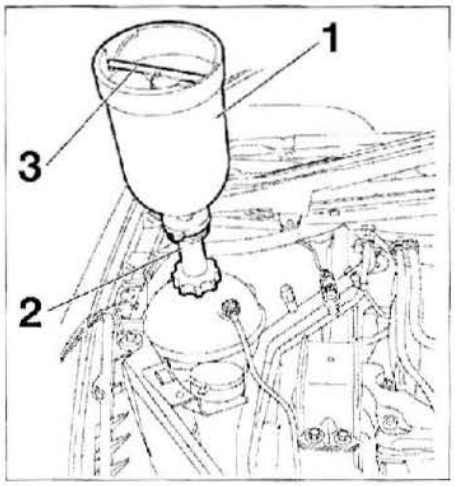

FIG. 22
• Disponer un aparato de llenado por gravedad (1) (ref. 4520-T) provisto de su adaptador (2) (ref. 4222-T) y de su varilla de obturación (3) (ref. 4370-T) en lugar del tapón del vaso de expansión (fig. 22).